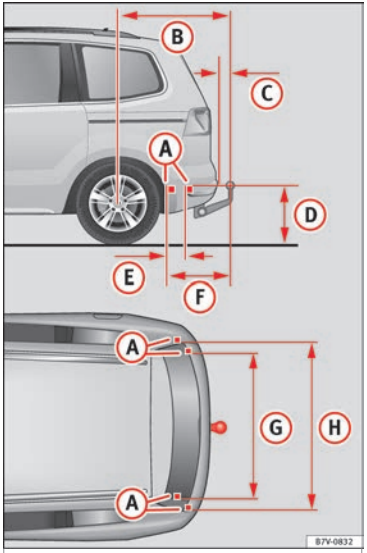

Fig. 231 Measurements and attachments to retrofit a tow hitch
In any case, the separation distances must be observed when fitting a tow hitch. The distance between the centre of the tow hitch ball and the road surface ››› Fig. 231 (D) must never be lower than that indicated. This also applies when the vehicle is fully laden, including maximum drawbar load.
Separation distances ››› Fig. 231: